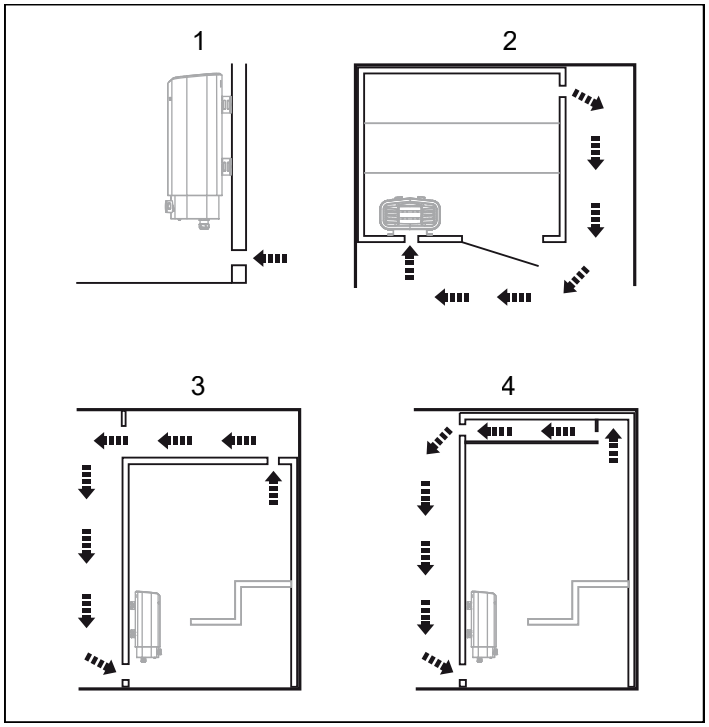

Рис. 4: Размещение впускного и выпускного вентиляционных воздушных каналов
- Разместите впускной воздушный клапан (см. раздел «Размещение впускного воздушного клапана», рис. 4).
- Разместите выпускной воздушный клапан (см. раздел «Размещение выпускного воздушного клапана», рис. 4).
- на максимальном расстоянии до впускного вентиляционного канала, например, по диагонали (см. рис. 4);
- высоко на стене или на потолке (см. рис. 4);